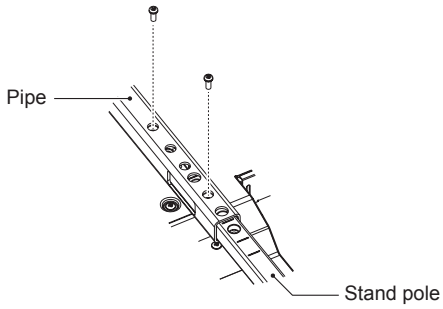

Figure 2
2. **Please install the stand pole and the pipe with included screws. Please screw the two screw holes at the pipe (Figure 2).**